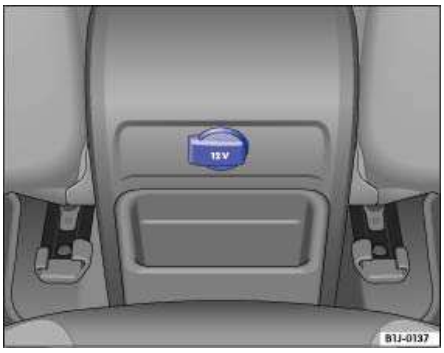

Fig. 123 Rear center console: 12 Volt socket.
- In the rear center console ⇒ fig. 123.